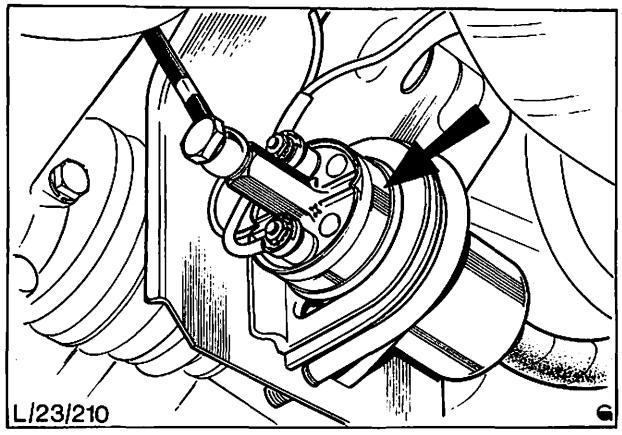

Abb. 5 Sitz der Elektrokraftstoffpumpe
a) **Elektrokraftstoffpumpe,** Abb. 5